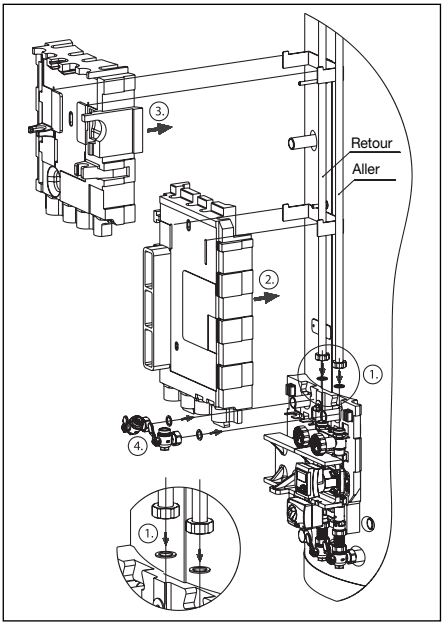

Fig. 11 Montage des isolations thermiques
– Réaliser le tubage des conduites aller et retour en partant du groupe du circuit de chauffage (fig. 11 point 1) ou utiliser le jeu de raccordement réf. 1383580 ou réf. 1383581 pour un deuxième circuit de chauffage optionnel.